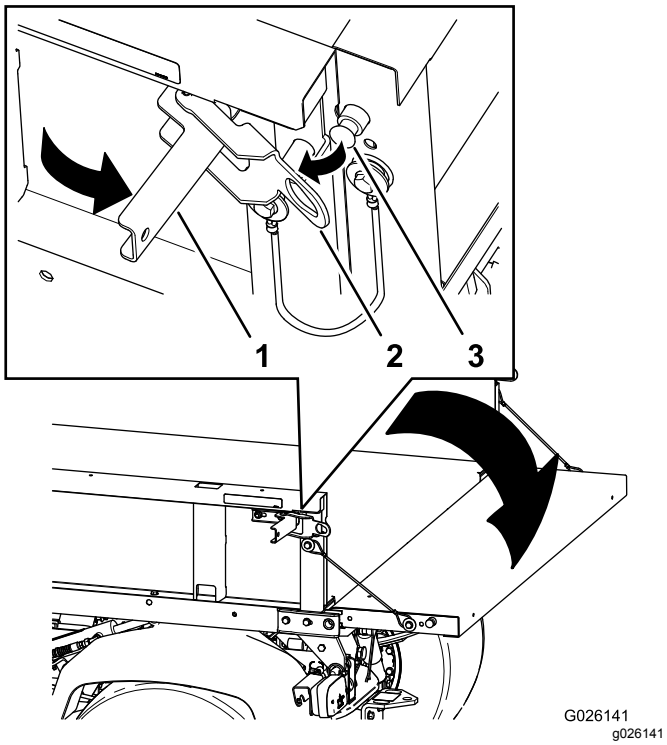

**Figur 16**
2. Åbn låsene på ladets højre og venstre side, og sænk bagklappen (Figur 16).